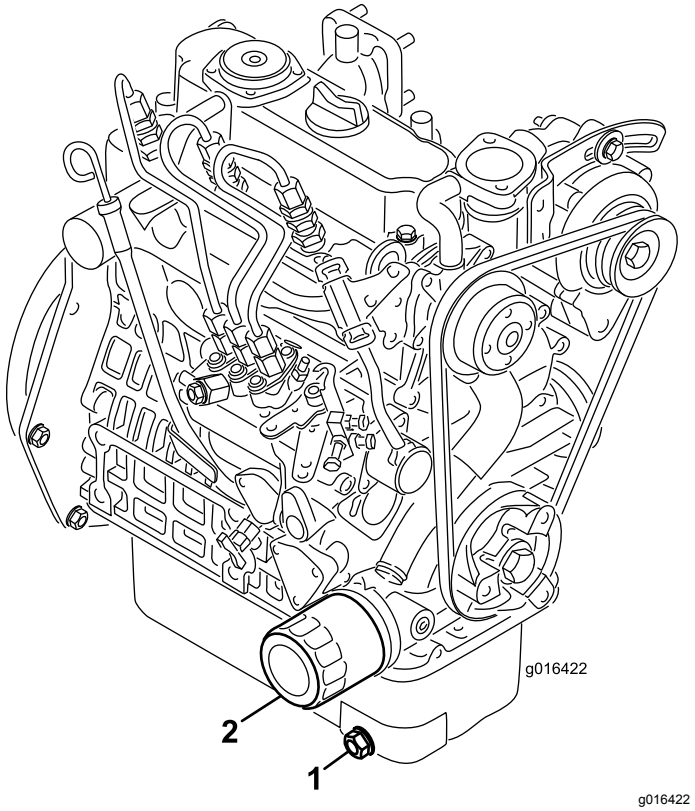

Figur 36
1. Ta bort avtappningspluggen (Figur 36) och låt oljan rinna ned i ett avtappningskärl. Sätt tillbaka avtappningspluggen när oljan har slutat rinna.